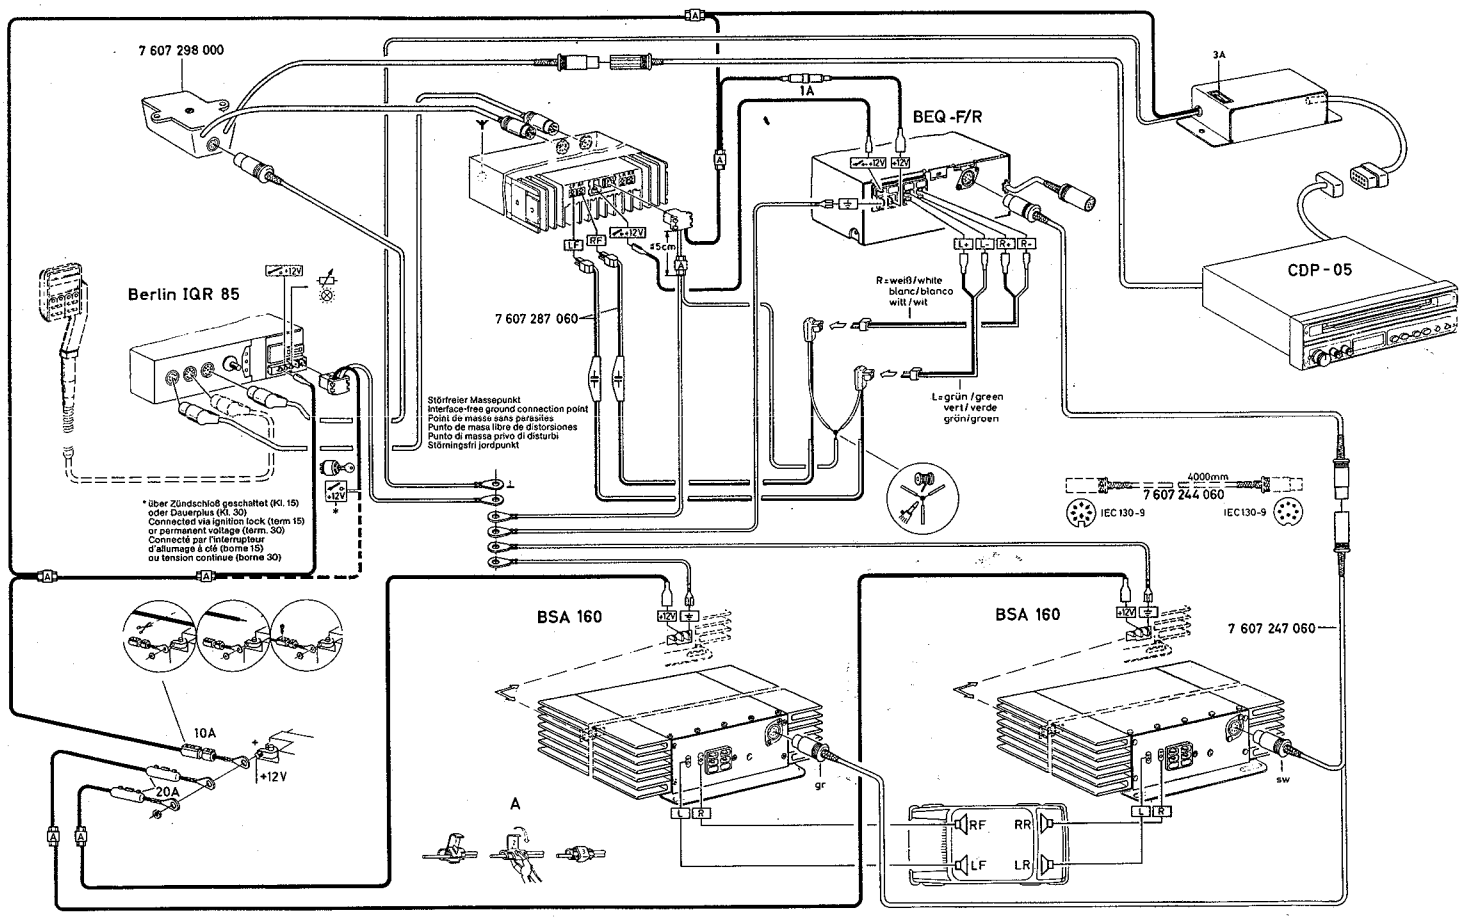

Fig. 13
8. Anschluß für Autoradio Berlin IQR 85 und Equalizer/Amplifier (z.B. BEQ F/R mit BQA 160) mit Interfaceregler 7 607 298 000 und Interfacekabel 7 607 287 060, siehe Fig. 13.
8. Connection of car radio Berlin IQR 85 and equalizer/amplifier (e.g., BEQ-F/R and BQA 160) by means of inerface control 7 607 298 000 and interfacecable 7 607 287 060, see fig. 13
8. Raccordement de l'autoradio Berlin IQR 85 et d'un égaliseur/amplificateur (p. ex. BEQ-F/R et BQA 160) à l'aide de régulateur d'interface 7 607 298 000 et du câble d'interface 7 607 287 060, voir fig. 13.
8. Conexión del autorradio Berlin IQR 85 y un ecualizador/amplificador (p. ej. BEQ-F/R BQA 160) por medio del regulador de interface 7 607 298 000 y del cable de interface 7 607 287 060, véase Fig. 13.